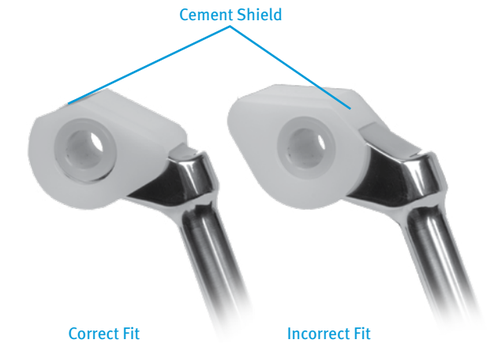

Fig. 143
- **The holes in the polyethylene insert must match the bosses on the hinge pin bushing to ensure proper orientation (Fig. 143).**